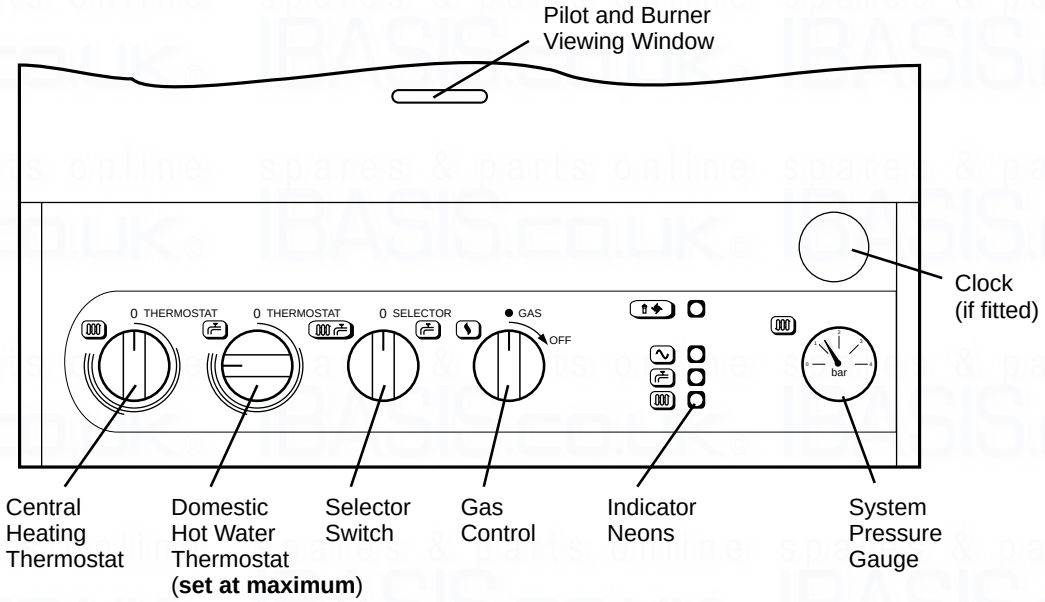

Fig. 12a
5.2 BOILER CONTROLS - Fig. 12a, 12b or 12c